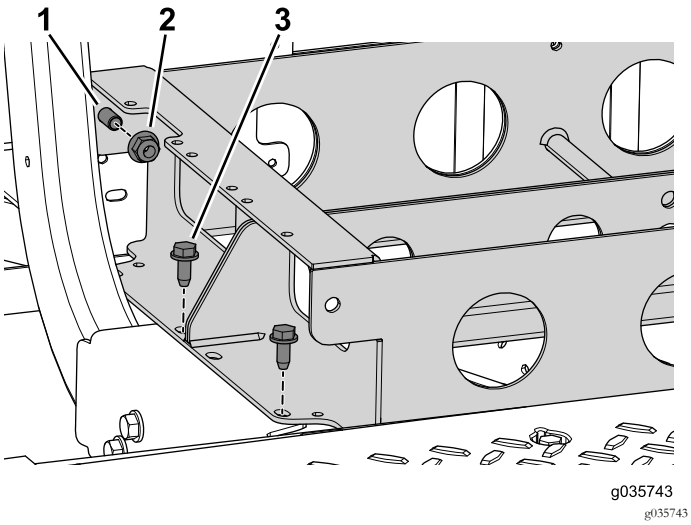

Figur 59
6. Ta bort de fyra skruvarna som håller fast batteribrickan på maskinen (Figur 59).
7. Ta bort de två flänsmuttrarna, men inte de två skruvarna, som håller ihop den främre batteribrickan med den bakre (Figur 59).